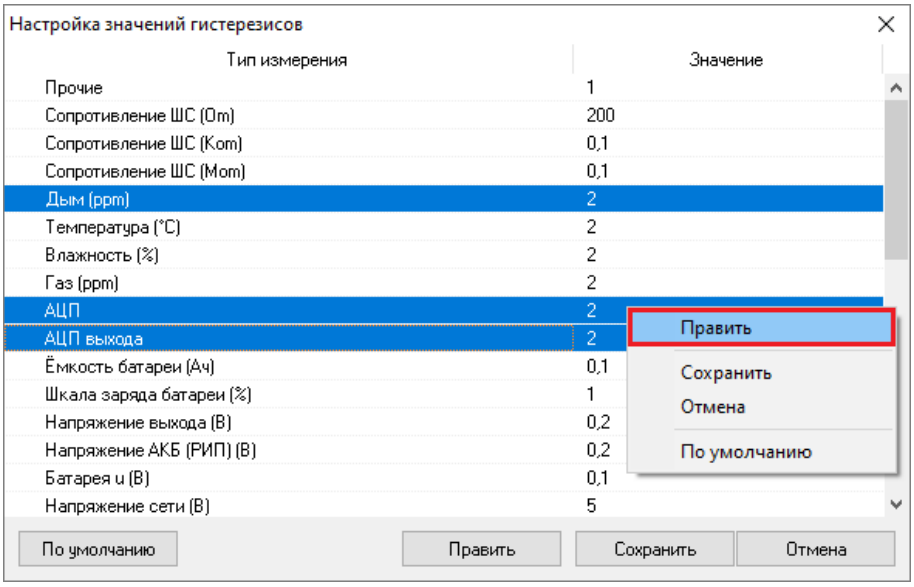

Рисунок 6-241 Вызов окна "Редактирование значения гистерезиса" командой "Править" контекстного меню
- либо вызовите контекстное меню области списка измеряемых параметров и выберите в нем команду «Править» (см. Рисунок 6-241).